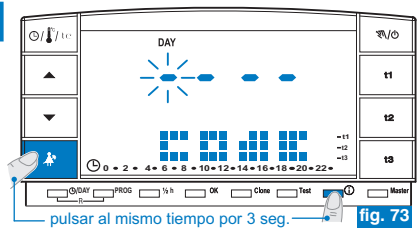

fig. 73
- Para registrar una contraseña presionar (por 3 seg.) las teclas y ⓘ. En la pantalla aparecerá el mensaje **COdE** y el primer guión a la izquierda parpadeará (fig. 73).
- Si la contraseña está activada y se intenta activar una de las funciones protegidas, en la pantalla aparecerá el mensaje **COdE** y el primer guión de la izquierda parpadeará (fig. 73).
- Desde el normal funcionamiento del cronotermostato presionar (por 3 seg.) las teclas y . En la pantalla aparecerá el mensaje **COdE** y el primer guión a la izquierda parpadeará (fig. 73).